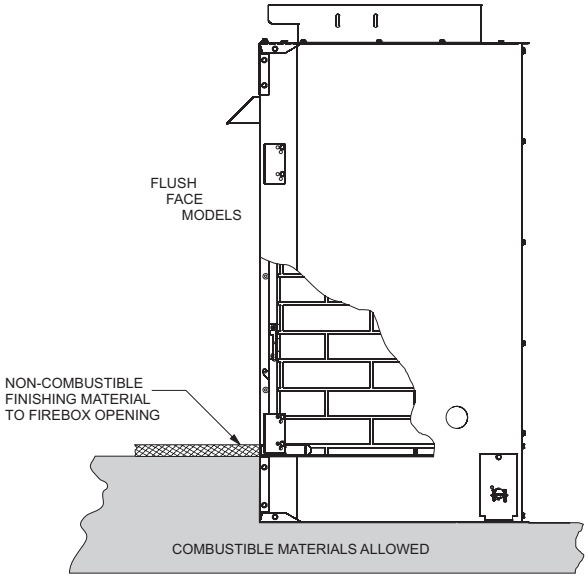
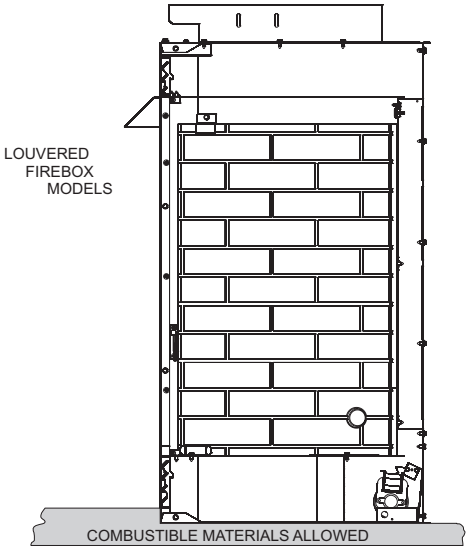

**Figure 4**
**Figure 5**
3. Recessed into the floor as illustrated by **Figure 4** (flush face), and **Figure 5** (louvered models).
4. Supported under all (4) corners of the firebox so that contact is made on all four perimeter edges on the bottom of the unit (Example: Four (4) concrete masonry blocks).